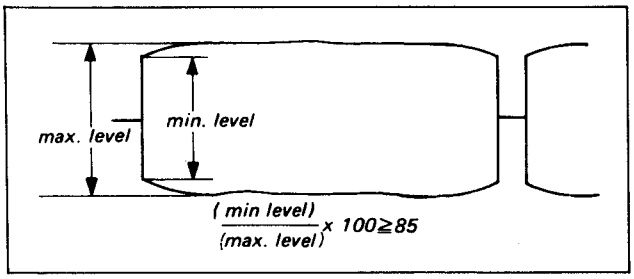

Fig. 10-6. TRACKING CHECK (tape-to-head contact) (Record and playback mode)
6. Thread a tape. Record a video signal and then play back the recorded portion. Check to see that the RF waveform satisfies the specification shown in Fig. 10-6.